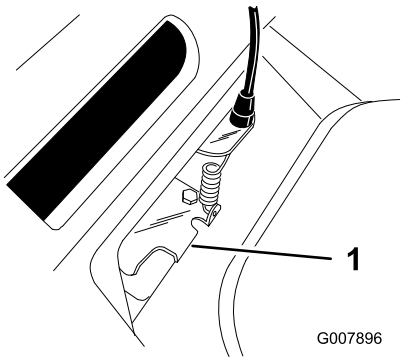

Figuur 29
5. Duw de lip van de riemgeleider omlaag totdat hij tegen de maaimachine aankomt en houd hem in die stand (Figuur 29).